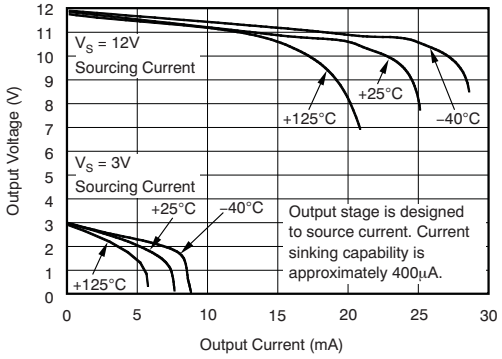

図 8. Positive Output Voltage Swing vs Output Current
(2) Total output error includes effects of gain error and V_{OS}.
(3) Linearity is best fit to a straight line.
(4) For details on this region of operation, see *Accuracy Variations* section in *Device Functional Modes*.
(5) See 図 8.
(6) Specified by design.